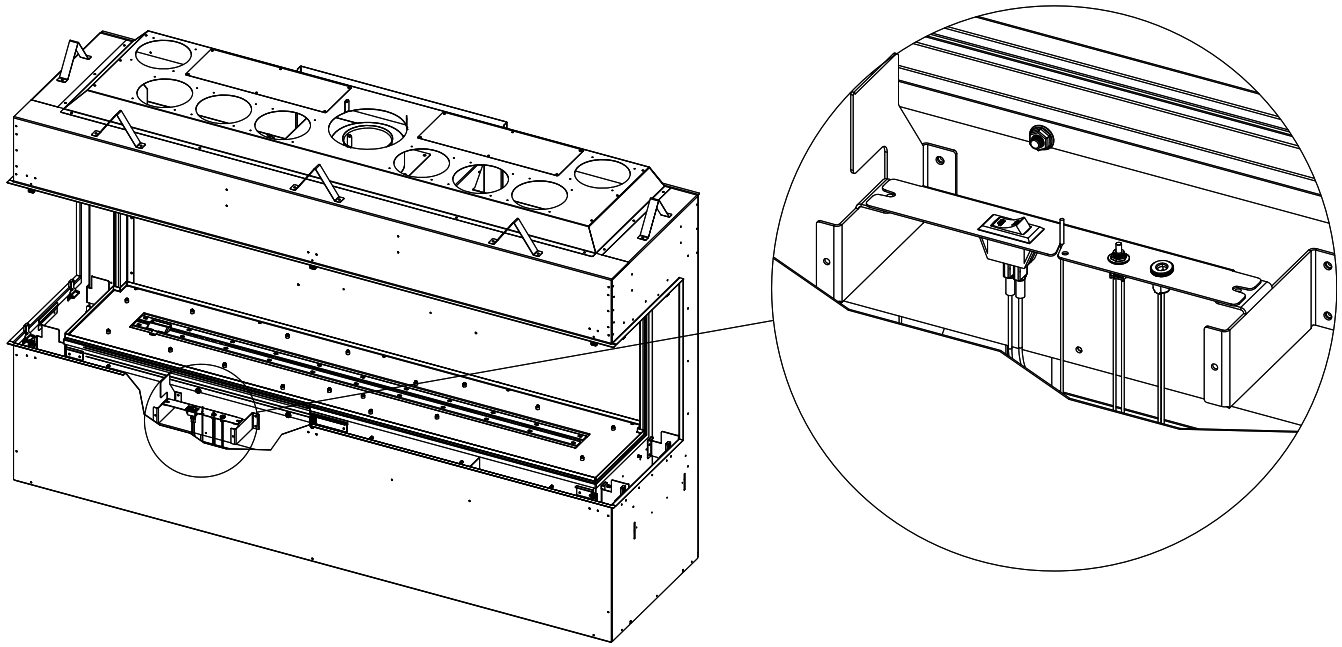

Figure 4.13 - Retrait du panneau d'interrupteurs
3. Retirez les (2) vis à métal qui retiennent le panneau d'interrupteurs. Soulevez ce panneau de son support de fixation et repérez les fentes dans les fixations du module de contrôle. Insérez le panneau d'interrupteurs dans ces fentes pour le tenir en place durant le retrait du panneau de contrôle (position rétractée). Figures 4.13 et 4.14.